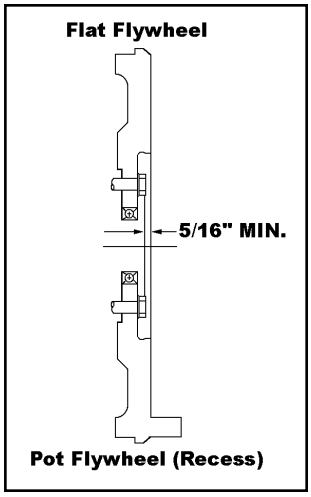

Figure 8.
With an alignment shaft TCT15 (1 3/4" - 10), TCT21 (1 3/4" - 10 with 205 pilot bearing) or TCT16 (2" - 10) install driven disc assembly, assuring that it is properly positioned. The drive disc assemblies will be labeled flywheel side or pressure plate side. Normally the long end of the driven disc hub extends toward the transmission, but in a few instances the long end may face toward the engine. Make sure that the driven disc hub does not come within 5/32" of the pilot bearing, and that the minimum distance of 5/16" must be maintained between the flywheel friction face and the flywheel to crankshaft mounting bolt heads (Figure 8).
4. The two disc assemblies for a two plate clutch, in most cases, are not identical or interchangeable. The disc assemblies will be marked either flywheel side or pressure plate side. They must be positioned with the side of the disc as marked, next or adjacent to the respective part. A minimum of 5/32" must be maintained between the pilot bearing and the flywheel side disc hub. The minimum distance of 5/16" must be maintained between the flywheel friction face and the flywheel to crankshaft mounting bolt heads (Figure 8).
3. The two disc assemblies for a two plate clutch in most cases are not identical or interchangeable. They will be marked either flywheel side or pressure plate side. They must be positioned with the side of the disc as marked, next or adjacent to the respective part. A minimum of 5/32” must be maintained between the pilot bearing and the flywheel side disc hub. Also, insure that a minimum distance of 5/16” must be maintained between the flywheel friction face and the flywheel to crankshaft mounting bolt heads (Figure 8, Page 11).
3. The two disc assemblies for a two plate clutch in most cases are not identical or interchangeable. They will be marked either flywheel side or pressure plate side. They must be positioned with the side of the disc as marked, next or adjacent to the respective part. A minimum of 5/32” must be maintained between the pilot bearing and the flywheel side disc hub. Also insure that a minimum distance of 5/16” must be maintained between the flywheel friction face and the flywheel to crankshaft mounting bolt heads (Figure 8,Page 11).